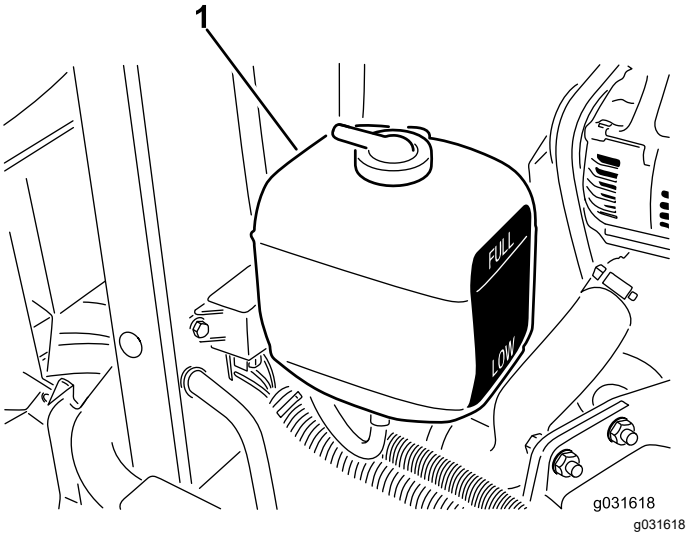

Figur 58
1. Kontrollera kylvätskenivån i expansionstanken (Figur 58).